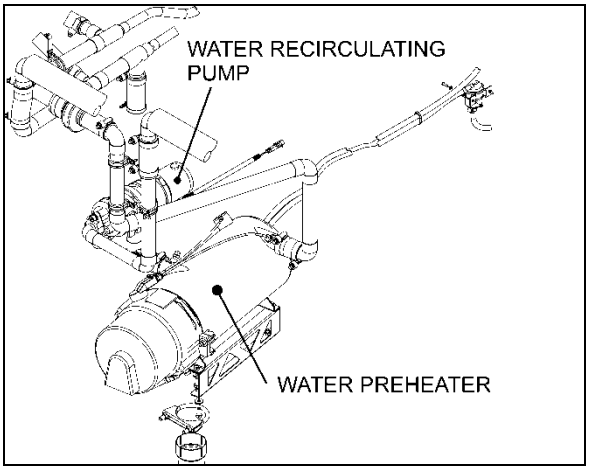

FIGURE 61: PUMP LOCATION – X3 SERIES (CENTRAL A/C) 22331
- X3 Series - coolant preheater compartment (Figure 61)